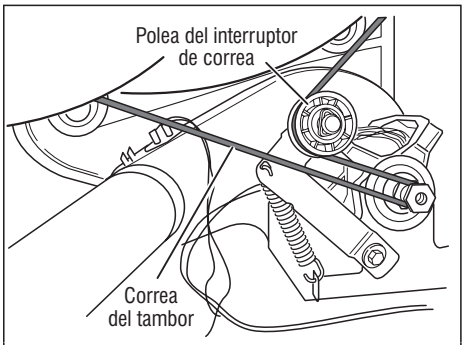

Figura 5 *Retire con cuidado la correa del tambor.*
4. Compruebe el interruptor de correa y el motor de accionamiento. Logre acceso al interruptor de correa y motor de accionamiento retirando el panel posterior. Vea Remoción del panel posterior en la página 8. Retire cuidadosamente la correa del tambor de la polea del interruptor de la correa con resorte, bajando suavemente la polea del interruptor de la correa. Vea la figura 5.